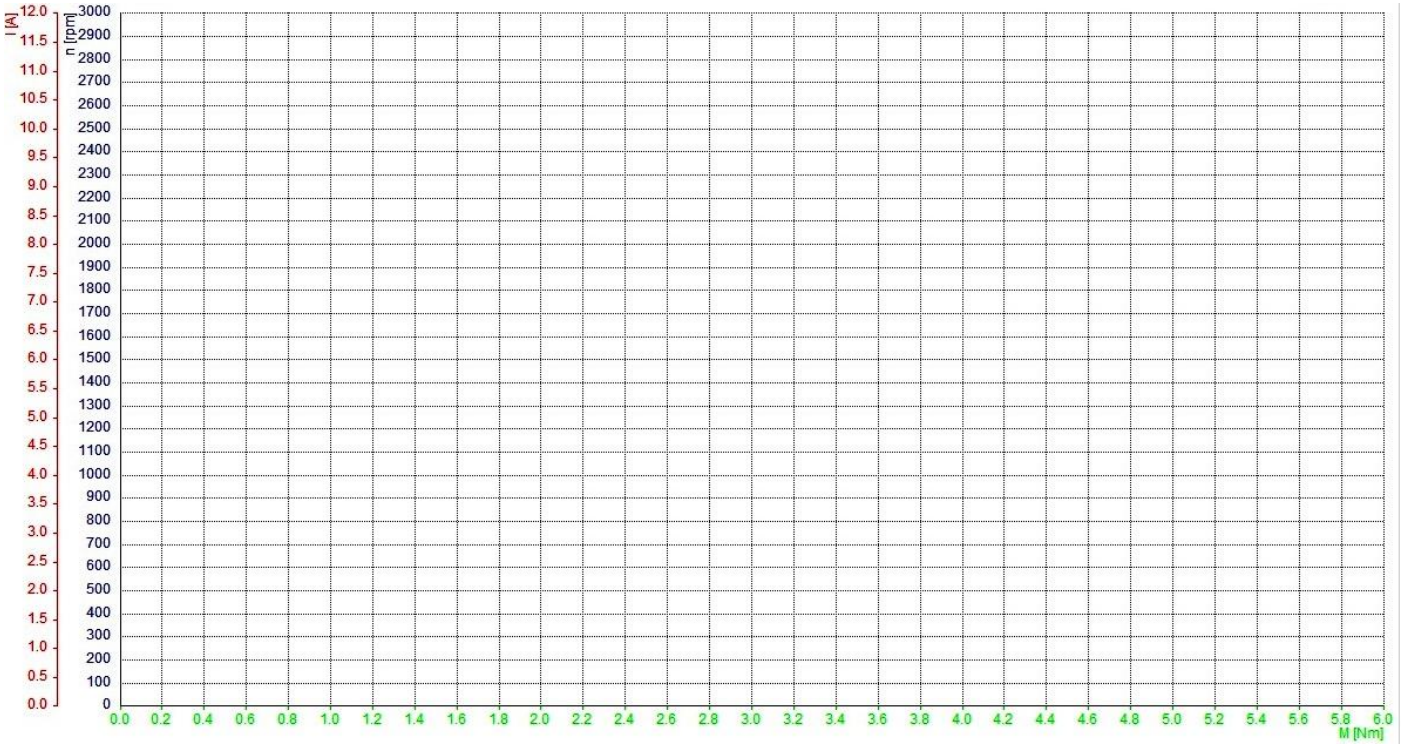

Рис. 4. Естественные и искусственные характеристики.
3. Используя текстовые файлы папки «Отчет» постройте на рис. 4: